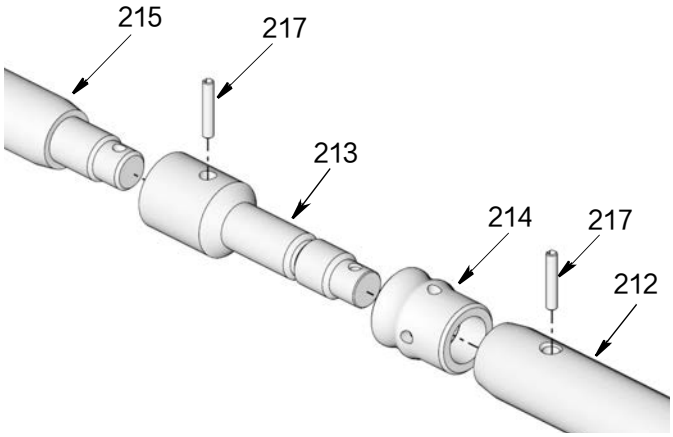

图 33
21. 使用冲压机和锤子把将杆分段固定在一起的销钉 (217) 敲出（图 33）。用手从活塞 (213) 上拧下铲杆 (215) 和垫片杆 (212)。